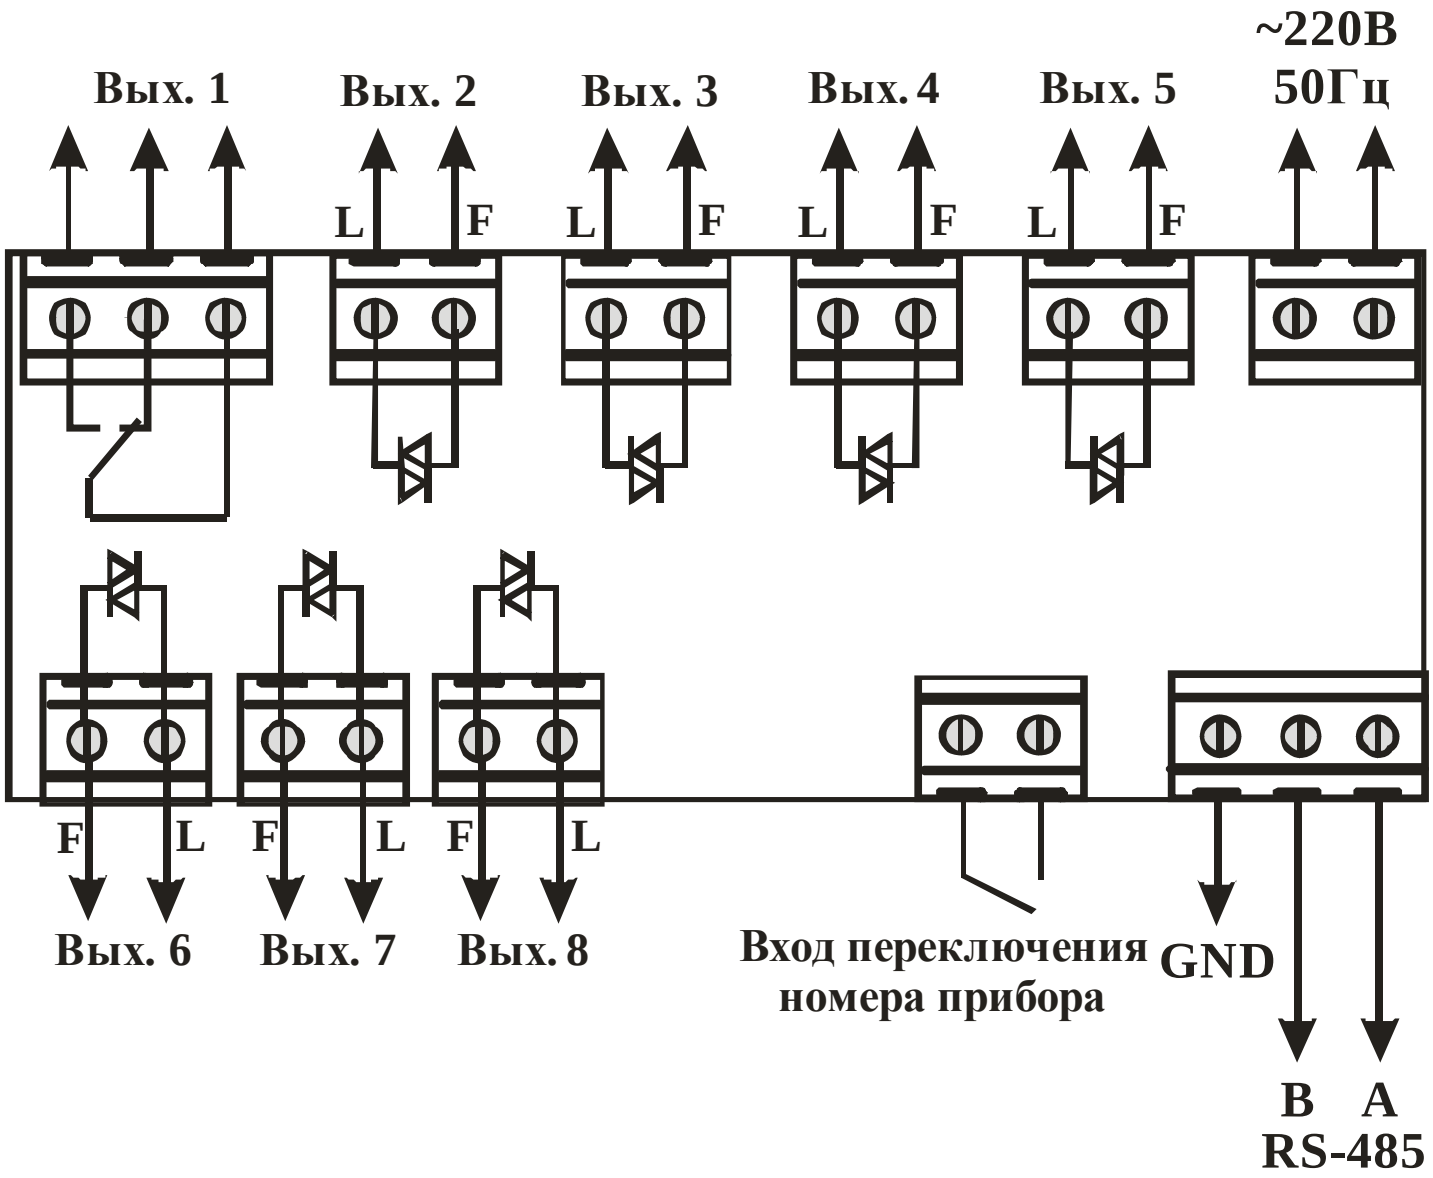

Рисунок 5.1 – Схема подключения источника питания, интерфейса связи
5.2 Проложите линии связи, предназначенные для соединения прибора с сетью питания, интерфейсом связи и исполнительными устройствами с учетом расположения клеммников на передней панели прибора (см. рисунок 5.1).